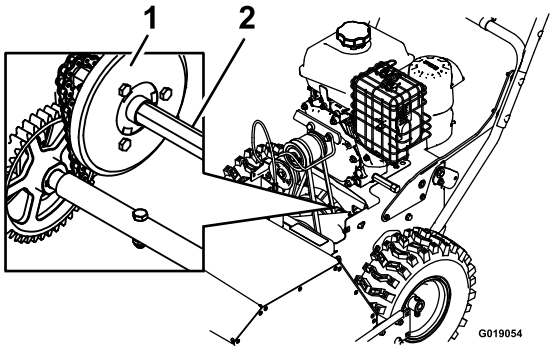

Figure 21
4. Trempez un long pinceau effilé propre dans de l'huile moteur et graissez légèrement l'arbre hexagonal (Figure 21).
Important: Veillez à ne pas faire couler d'huile sur la roue en caoutchouc ou le plateau d'entraînement à friction en aluminium, sinon la transmission patinera (Figure 21).